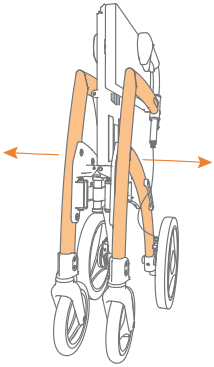

Figure 7: Unfold by pulling the frame outwards.
a. Pull the frame sides of the Rollz Motion apart until almost completely unfolded **(Figure 7)**.